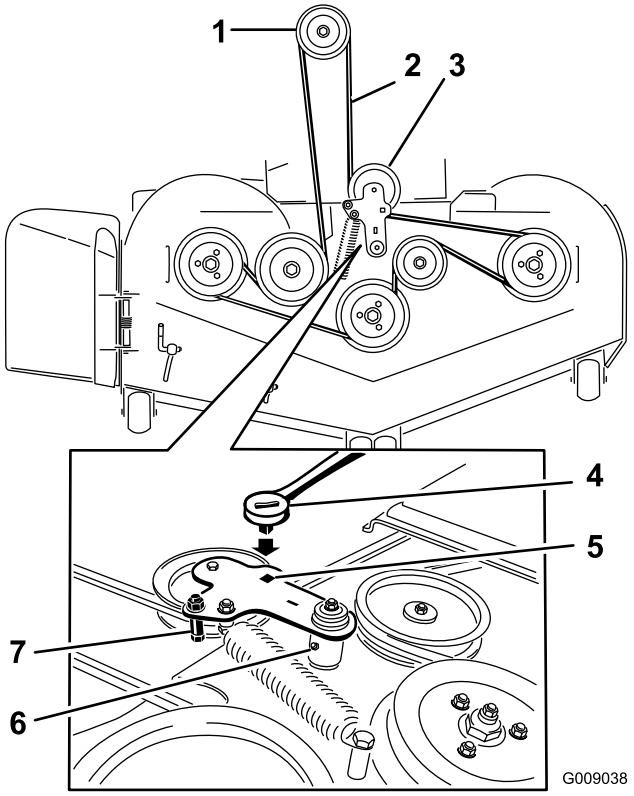

**Figuur 96**
6. Hef het vloerdeel op en steek een momentsleutel in de vierkante opening in de spanpoelie (Figuur 96).
7. Draai de spanpoelie van het maaidek rechtsom en verwijder de aandrijfriem van het maaidek (Figuur 96).